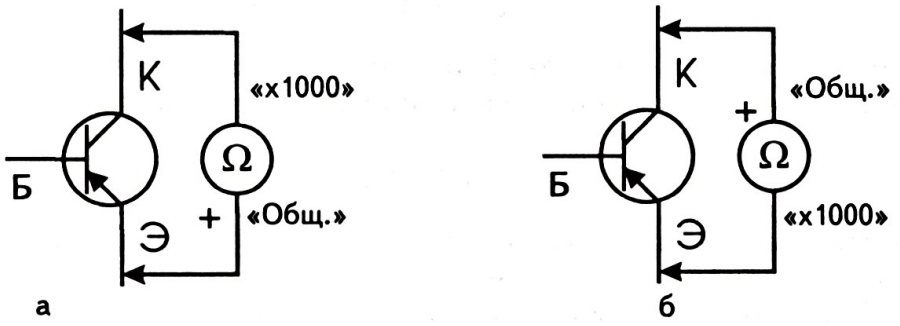

Рис. 8
1. Подключите омметр к транзистору *p-n-p*-типа так, как показано на рис. 8, *а* и *б* и измерьте сопротивления участков эмиттер–коллектор и коллектор–эмиттер.